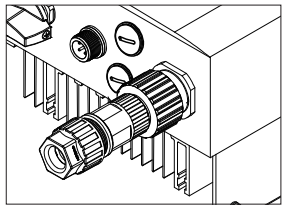

图4.20 交流连接器连接到逆变器
d) 将交流电网终端连接到逆变器上，将端子头向右旋转，听到轻微的咔哒声表示连接妥当（如图4.20所示）。